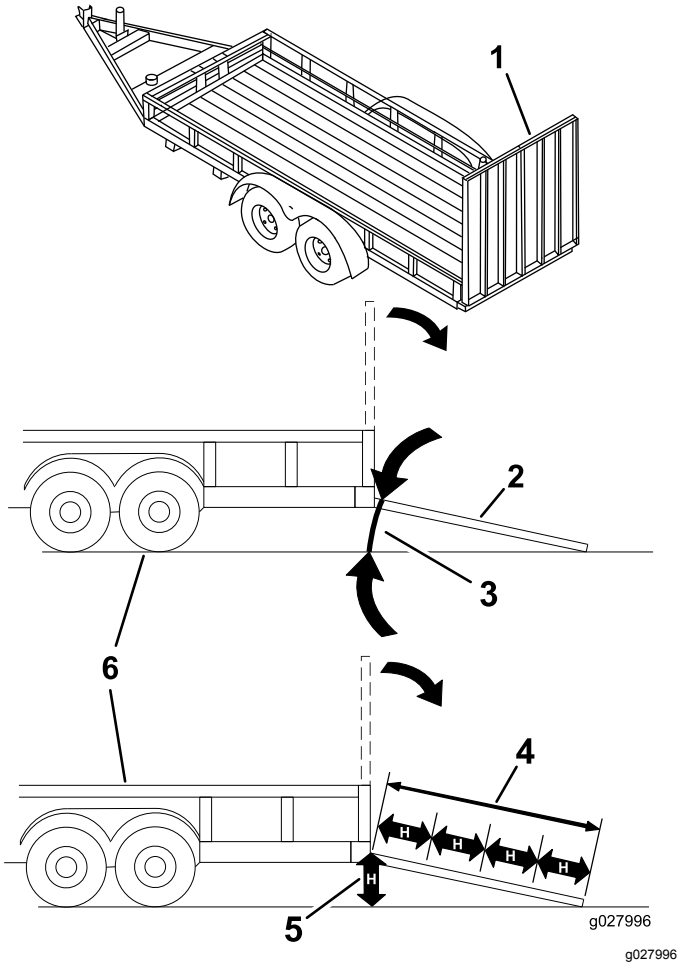

**Figuur 27**
**Als een machine wordt geladen op een aanhanger of een vrachtwagen, wordt de kans vergroot dat de machine kantelt. Dit kan ernstig lichamelijk letsel of de dood veroorzaken (Figuur 27).**
3. Laat de oprijplaat zakken; zorg dat de hellingshoek van de oprijplaat ten opzichte van de grond niet groter is dan 15 graden (Figuur 27).
1. Laat de oprijplaat zakken; zorg dat de hellingshoek van de oprijplaat ten opzichte van de grond niet groter is dan 15 graden (Figuur 27).